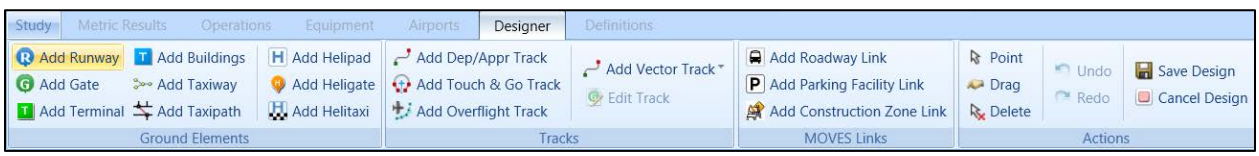

Figure 8-15 Airport Layout Designer Tab
4. The Airport Layout *Designer* tab is displayed (Figure 8-15), and a red border around the map indicates that the airport design mode is active.